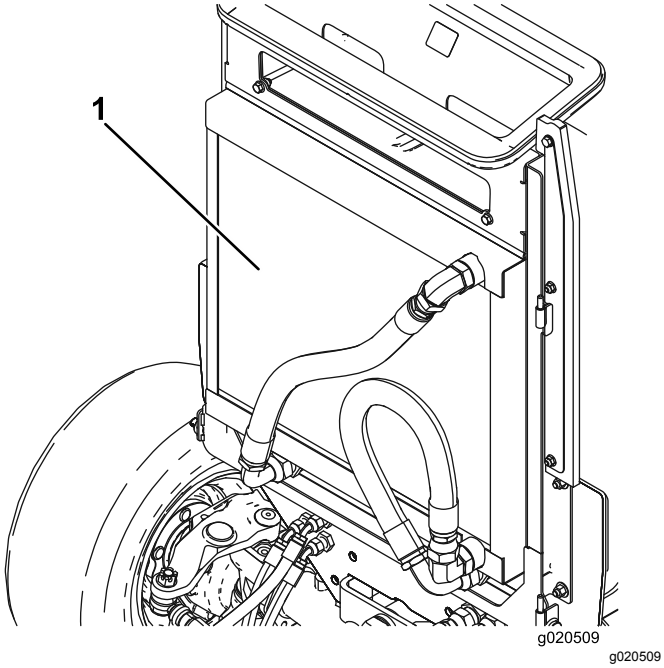

**Figur 79**
3. Rengör noga på båda sidor om oljekylaren och kylaren (Figur 79) med tryckluft. Börja framifrån och blås skräpet bakåt. Rengör sedan bakifrån och blås framåt. Upprepa detta flera gånger tills alla beläggningar och allt skräp har försvunnit.